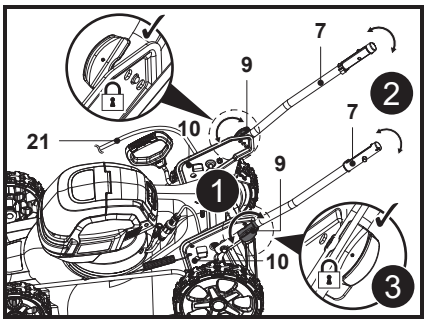

Fig. 2
3. Aliniază găurile de montare din bara mânerului inferior (7) cu suportul mânerului (10) și rotește înapoi cu 90° butonul de blocare a mânerului (9) (fig. 2, pasul 1).
4. Rotește bara mânerului inferior (7) până când știftul de autotensionare (9a) trece prin una dintre găurile de montare ale suportului mânerului (10) (fig. 2, pașii 2 și 3).
5. Repetă pașii de mai sus pentru cealaltă bară a mânerului inferior (7).